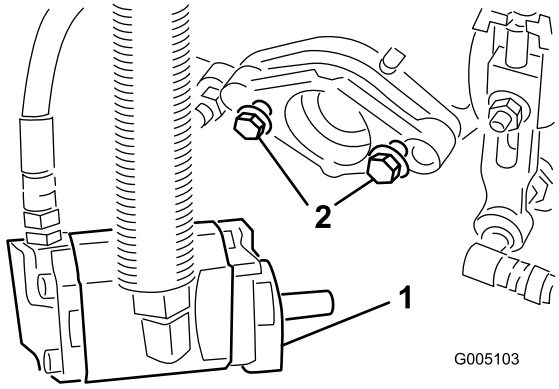

Figur 12
7. Montera fästbultarna för cylinderns drivmotor på varje klippenhet. Lämna cirka 13 mm av gängorna synliga på varje fästbult (Figur 12).
11. **Dra åt fästbultarna** (Figur 12).